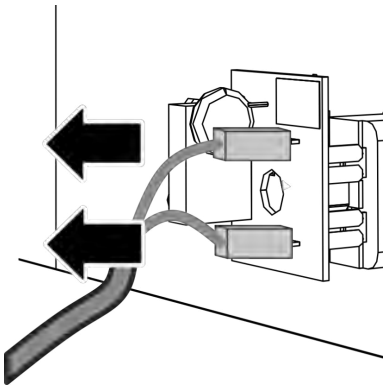

Fig. 51: Terminal strips, overvoltage protection
4. Disconnect the mains cable from the overvoltage protection board at terminal strips X1 and X2 (*Fig. 51*).